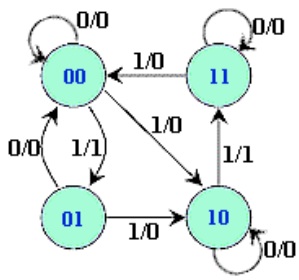

Figure 5
9. Answer True or False based on the state diagram in Figure 5.